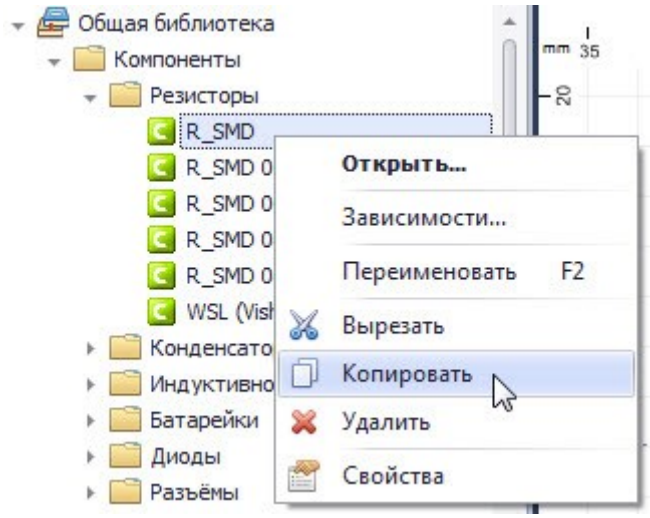

Рис. 315. Вызов функции копирования
- Вызов функции копирования осуществляется только в дереве библиотеки с помощью контекстного меню, см. Рис. 315.